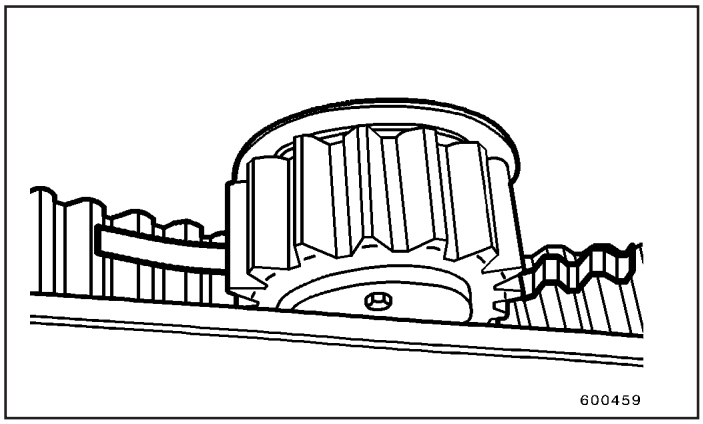

Fig.8
A chapa de chumbo deve encaixar nos dentes quando o pinhão passar pelos dentes pintados de verde (vide Fig.8).
- Gire a estrutura superior somente até que a lâmina de chumbo tenha passado pelos dentes (Fig.8).